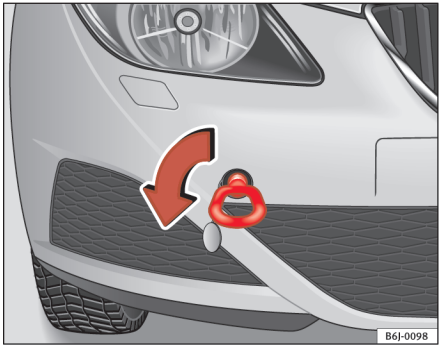

Fig. 160 Sådan skrues slæbeøjet i forrest på bilen.
– Skru slæbeøjet i mod *venstre* i pilens retning ⇒ fig. 160. ■